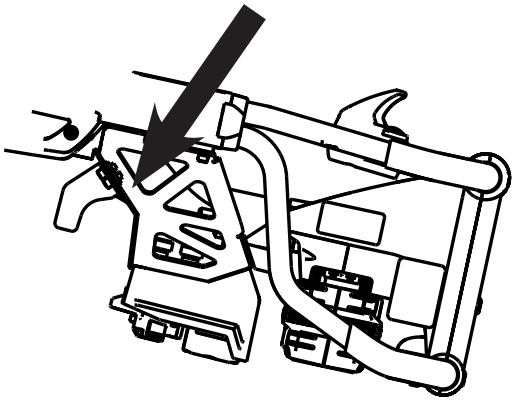

Figura 58
- Para camillas compatibles con el Power-LOAD, deberá alargar y sujetar las correas a la sujeción del extremo inferior tal como se indica en la Figura 58.